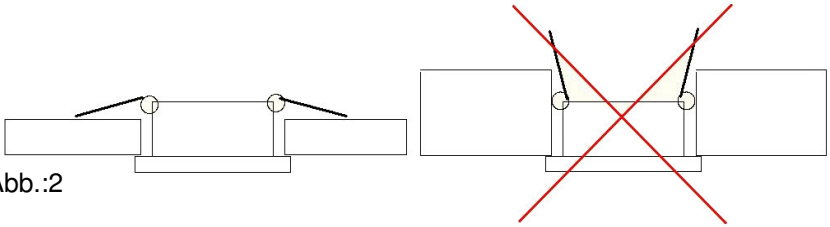

Abb.:2
- Die Haltefedern müssen nach der Installation in horizontaler Position liegen, nicht vertikal. (Abbildung 2)